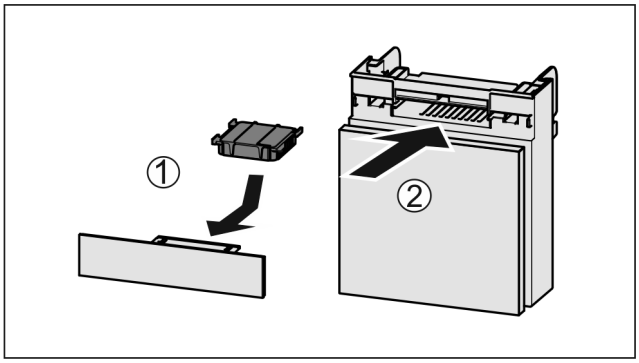

Fig. 128
- ▶ Filtr s aktivním uhlím vložte podle vyobrazení *Fig. 128 (1)*.
- ▶ Zásuvku zasuňte *Fig. 128 (2)*.